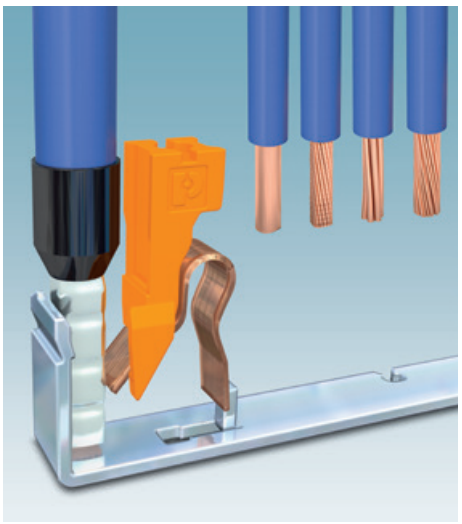

**Figura 2.** Utilização universal: os bornes do sistema *CLIPLINE Complete* da Phoenix Contact estão qualificados e aprovados para condutores de cobre comuns.
**Figura 2.** Os plásticos inteligentes aumentam a fiabilidade das máquinas através da previsão precisa da sua duração de vida. Isto é particularmente útil, por exemplo, em aplicações nas quais um grande número de calhas articuladas é utilizado na produção. (Fonte: igus GmbH)
O condutor flexível de cobre não necessita de terminal ponteira. Todos os pontos de ligação, quer sejam do tipo de aperto por parafuso ou outros, estão ao abrigo da Norma EN 60999-1/VDE 0609. Esta norma indica, de forma clara que, independentemente da tecnologia de ligação, o ponto de ligação mecânico deve ser concebido para que qualquer condutor sem proteção possa ser ligado: rígido sólido, rígido multifilar e flexível. Esta norma aplica-se, em exclusivo, a condutores de cobre. Em termos normativos, o terminal ponteira existe apenas como uma opção de proteção do condutor. Representa apenas uma forma de proteger os filamentos do condutor flexível após o descarne e visa facilitar a sua ligação. A Norma EN 60999-1 não é definitiva quanto à utilização da ponteira, deixando a decisão ao critério do executante da eletrificação. A norma aplicável aos bornes, IEC 60947-7-1, indica que o fabricante deve mencionar a necessidade de proteção adicional do condutor quando esta for necessária para garantir uma ligação e contacto fiáveis. Na Phoenix Contact, todos os pontos de ligação estão mais do que qualificados face aos requisitos normativos para a conexão de todos os tipos de condutores, com ou sem terminal ponteira (Figura 2).